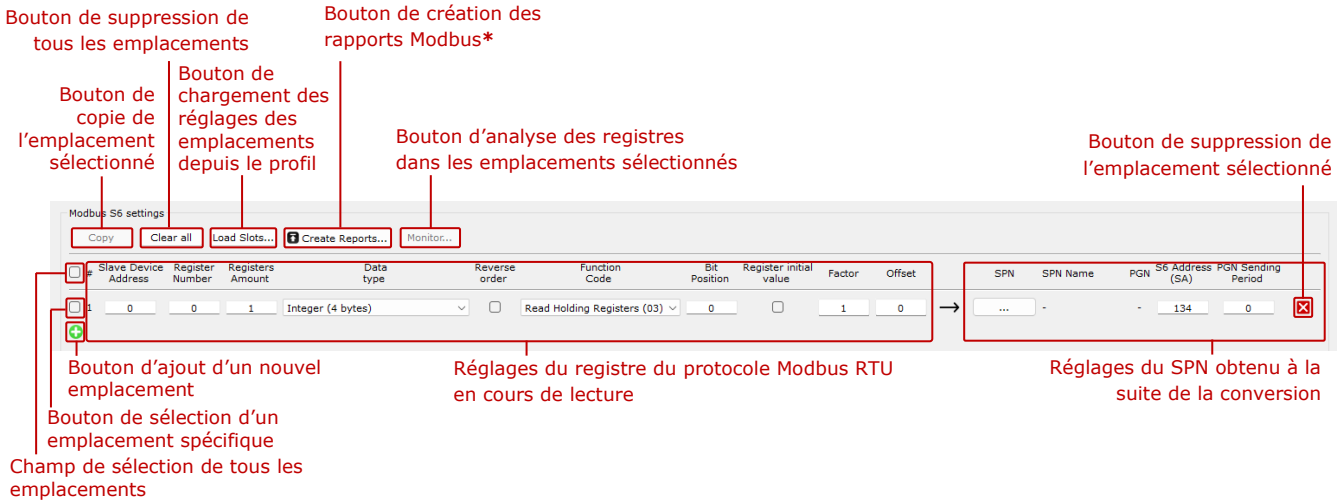

Figure 30 — Exemple d'un emplacement pour la conversion des données des registres Modbus RTU en SPN du sous-menu MF Modbus S6 dans le logiciel Service CANUp
Pour convertir le contenu des registres Modbus RTU en SPN (par exemple, ceux d'un contrôleur de groupe électrogène diesel), la passerelle CANUp 27 Pro S7 (Codes modèle 30, 31, 32) / CANUp 27 Genset est configurée à l'aide du sous-menu **Modbus S6 FM**, dans lequel jusqu'à **50** emplacements de conversion des données des registres sont disponibles. Chaque emplacement comprend un ensemble de réglages permettant de lire un ou deux registres Modbus RTU spécifiés (voir figure 30).
2) Dans la partie droite de chaque emplacement (après le symbole →) indiqué) se trouvent les réglages du SPN vers lequel les données converties seront transmises (voir figure 30) :